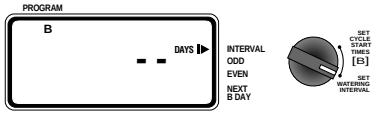

Abb. 7: Einrichtung von Programm B für einen festen Plan
- Drehen Sie die Wählscheibe, um **SET WATERING INTERVAL** (Bewässerungsintervall) einzustellen**.** Der Cursor blinkt rechts vom Wort **INTERVAL** (Intervall) auf**. [siehe Abb. 7.]**